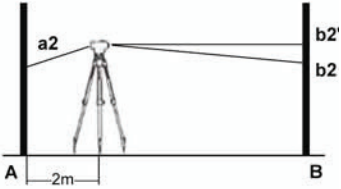

Рис.11
2) Установите прибор на расстоянии 2 м от точки A. Возьмите отсчеты “a2” и “b2” (Рис.11).